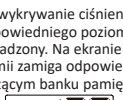

Rysunek 6-4
d. Urządzenie napompuje mankiet do odpowiedniego poziomu. Następnie powietrze będzie powoli uwalniane, a pomiar zostanie przeprowadzony. Na ekranie LCD pojawią się osobno wartości ciśnienia i tętna. W razie wykrycia arytmii zamiga odpowiedni symbol. Zobacz rys. 6-4 i 6-5. Wynik zostanie automatycznie zapisany w bieżącym banku pamięci.